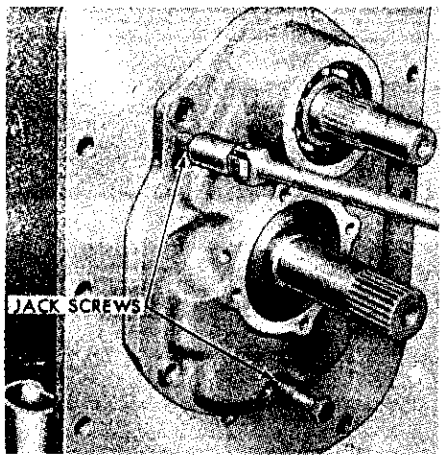
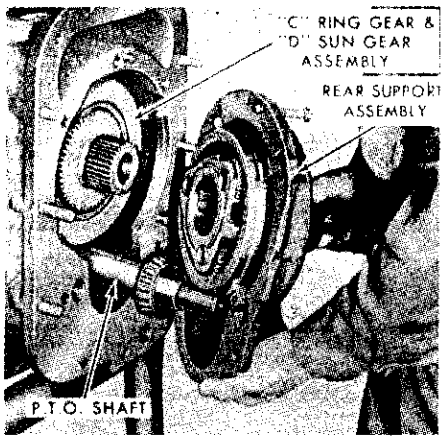

Fig. 271–Removing transmission rear support with jack screws.
Fig. 272–Removing rear support from model 2000 or 3000 with single speed PTO.
On models equipped with 2-speed PTO, remove transmission top cover, hold the hex nut retaining PTO interlock cable housing and unscrew the rear support top retaining bolt, then remove the hex nut and lockwasher from inside of housing. On other models, cap screws are used at all five bolting points. Remove the cap screws, then thread two cap screws into the tapped holes in rear support for use as jack screws (See Fig. 271) to remove rear support from transmission housing. Then, remove rear support as shown in Fig. 272 or 273. If not removed with rear support, remove the output shaft (or "D" sun gear) and "C" ring gear assembly as shown in Fig. 274. Refer to Fig. 275 or 276 for exploded view of the rear support, output shaft ("D" planetary on models 2000 and 3000), and "C" ring gear; be careful not to lose the thrust washer (2) located between output shaft (or "D" planetary) and the Clutch 2 and 3 assembly.